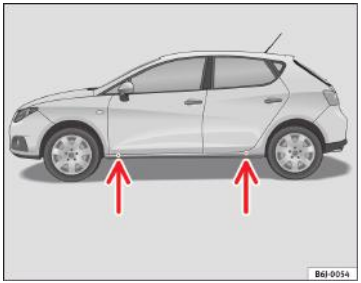

Fig. 138 Puncte de amplasare a cricului
– Localizați punctul de amplasare a cricului, aflat sub pragul ușii corespunzătoare roții ce urmează a fi înlocuită ⇒ fig. 138.
Punctele de amplasare a cricului sunt marcate prin canalele aflate în fața și în spatele pragurilor ușilor ⇒ fig. 138. Există doar un punct de amplasare a cricului pentru fiecare roată. Nu amplasați cricul în alte puncte. ▶